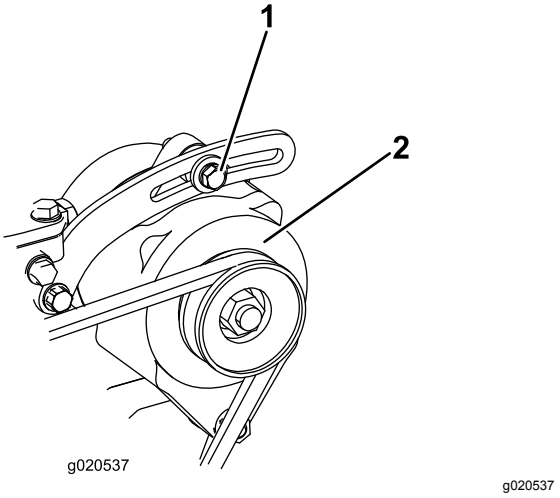

Figur 75
Kontroller remmens tilstand og spænding (Figur 75) efter hver 100 driftstimer.
1. Løsn generatorens monteringsbolte (Figur 75).